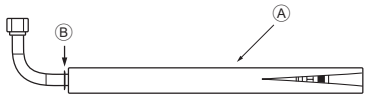
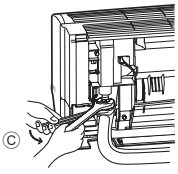

Fig. 3-8
Fig. 3-9
3. Opret en hurtig forbindelse til åbningen på indendørsenhedens opkravningsforbindelse i den retning, hvor det L-formede forbindelsesrør ④ skal fjernes.
4. Stram omløbermøtrikken ved hjælp af en dobbelt åben skruenøgle. (Fig. 3-9)
1. Skær det L-formede forbindelsesrør ④ over på positionen angivet i (Fig. 3-8).
2. Sæt omløbermøtrikken, der blev fjernet tidligere, på den lige rørside af det afskårne L-formede forbindelsesrør ④ og opkrav derefter enden af røret.
5. Forbind hurtigt det L-formede forbindelsesrør ④, der er behandlet som beskrevet i del 2) til indendørsenhedens opkravningsforbindelsesåbning.
6. Stram omløbermøtrikken ved hjælp af en dobbelt åben skruenøgle. (Fig. 3-9)